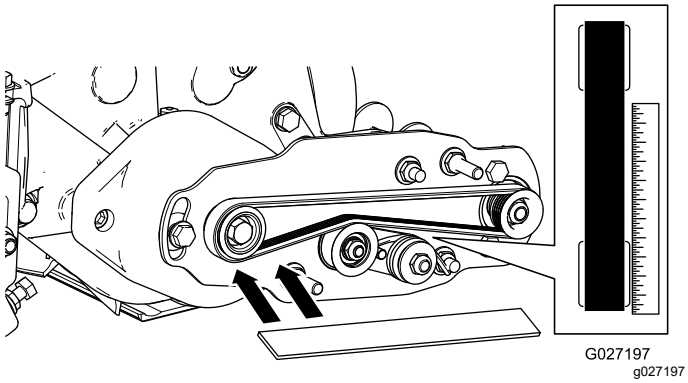

Figure 18
- Placez une règle de vérification le long de la face extérieure de la poulie d'**entraînement** (Figure 18). Ne posez **pas** la règle en travers de la poulie d'entraînement et de la poulie menée.